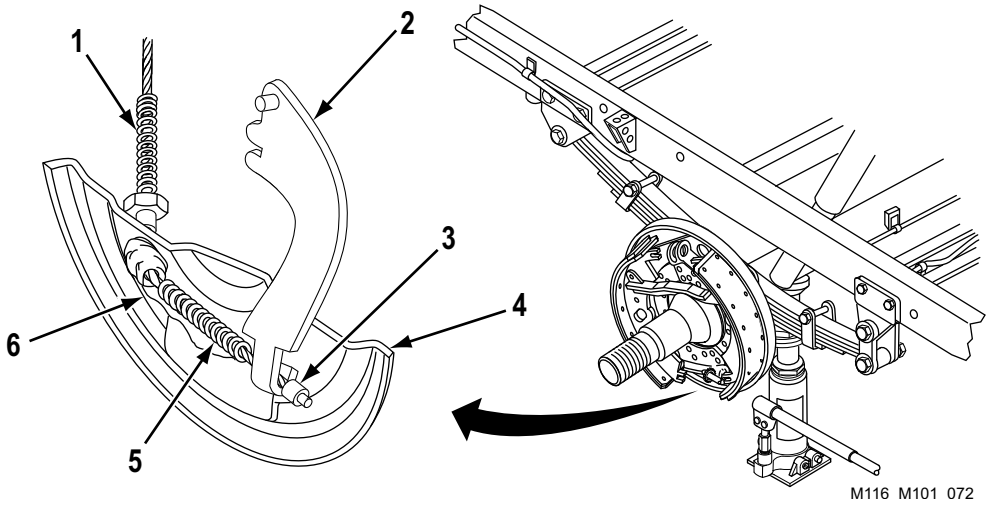

Figure 6. Brake Cable Assembly to Wheel Brake Installation
3. Feed cable assembly (Figure 6, Item 1) through backing plate (Figure 6, Item 4) and position at handbrake lever (Figure 6, Item 2).
4. Make sure lock tabs (Figure 6, Item 6) are spread and hold cable assembly (Figure 6, Item 1) in backing plate (Figure 6, Item 4).
5. Pull spring (Figure 6, Item 5) away from swaged sleeve (Figure 6, Item 3), and hook swaged sleeve (Figure 6, Item 3) to handbrake lever (Figure 6, Item 4).